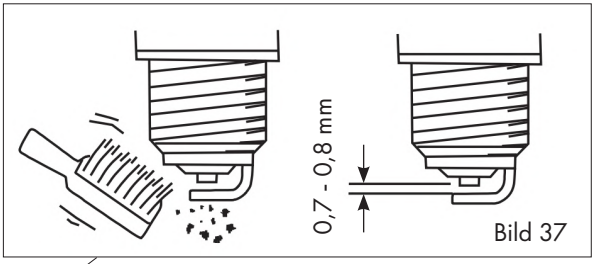

Bild 37
- Kontrollera elektrodavståndet och justera vid behov till målvärdet 0,7-0,8 mm, Fig. 37.